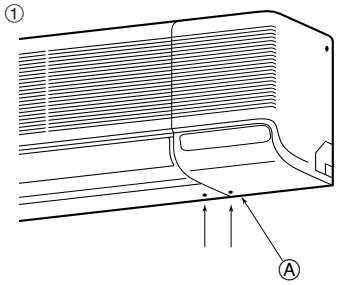

Fig. 3-6
1) Tuberías trasera, derecha e inferior (Fig. 3-6)
① Quite el panel lateral derecho.
① Retire el panel lateral.